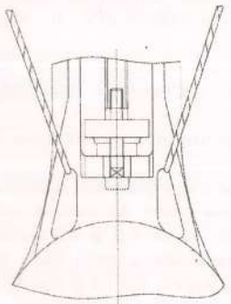

Рисунок 4. Строповка в проушины крышки
3.2.5 При монтаже для подвески, перемещений и других работ следует использовать проушины в крышке (рисунок 4), патрубки или фланцы корпусов.